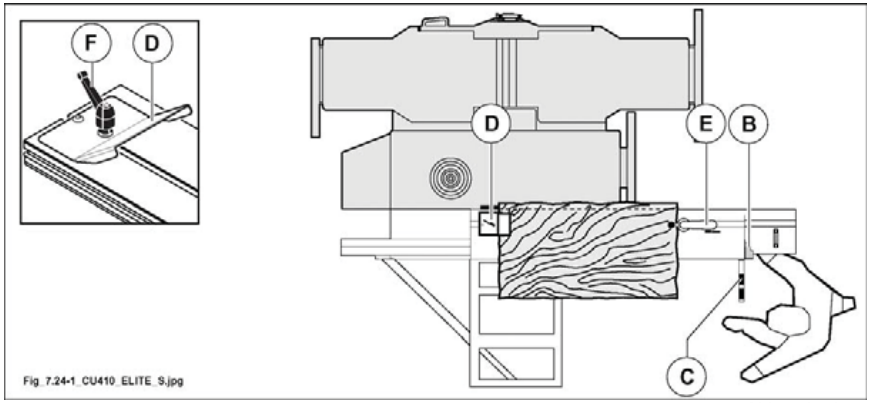

Abb. 7.24-1
Bei der Bearbeitung großer Holzplatten sind die Teleskopschiene und der Winkelrahmen auf Stoß zu positionieren (siehe Abb. 7.24-1). In dieser Position wird die höchste Schnittlänge erzielt.
- Schiebetisch ganz rechts verstellen (siehe Abb. 7.24-1) und Hebel (B Abb. 7.24-1) festklemmen.
- Die zu besäumende Platte auf den Schiebetisch und auf den Rahmen legen: siehe Abb. 7.24-1.
- Griff (F Abb. 7.24-1) lösen, Besäumklemmschuh (D Abb. 7.24-1) in der Nute bewegen und gegen die Platte bringen.
- Griff (F Abb. 7.24-1) festklemmen.
- Spannarm (E Abb. 7.24-1) der Platte annähren.
- Schiebetisch durch Hebel (B Abb. 7.24-1) lösen.
platte gegen Sägeblatt, das auf die gewünschte Höhe eingestellt ist, vorwärtsgehen lassen durch Schieben des Schiebetisches durch Griff (C Abb. 7.24-1).